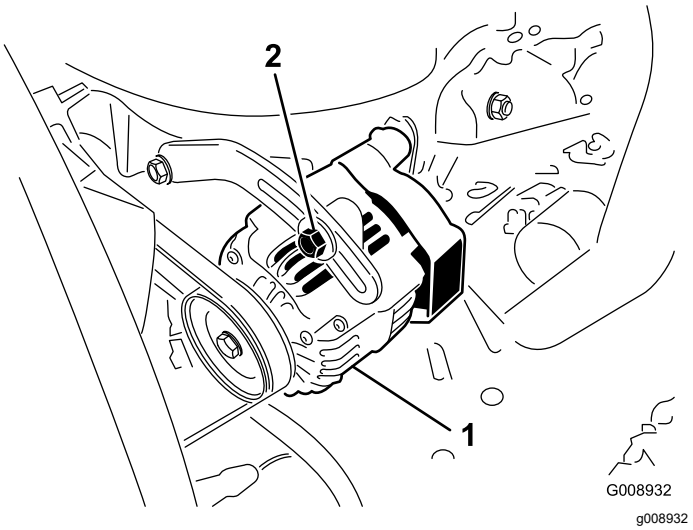

Figur 47
2. Om nedböjningen inte är 10 mm lossar du generatorns fästbultar (Figur 47).